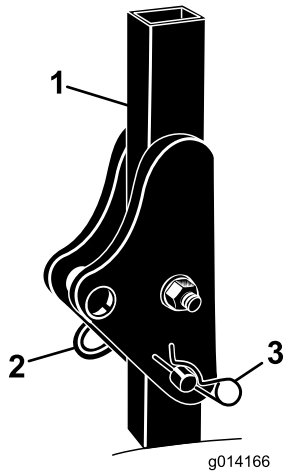

Figuur 3
1. Maak de R-pennen en de pennen van de rolbeugel los (Figuur 3).
2. Klap de rolbeugel omhoog, plaats de twee pennen en zet deze vast met de R-pennen (Figuur 3).